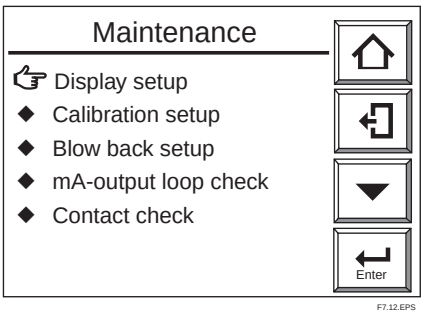
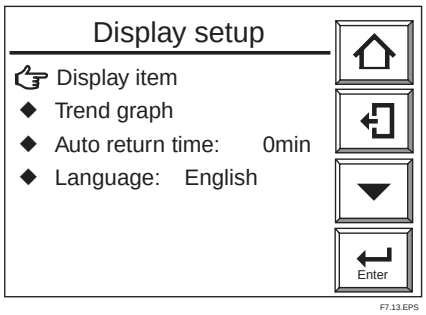

Figure 7.12 Maintenance Panel Display
Figure 7.13 Display Setup
(1) Press the Setup key in the basic panel display to display the Execution/Setup display. Then select Maintenance in the Execution/Setup display.
(2) Select the Display setup from the Maintenance panel display (Figure 7.12). The Display setup display (Figure 7.13) then appears.